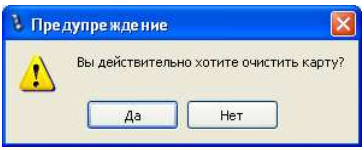

Рис. 30. Диалоговое окно с предупреждением об очистке карты
10. Выполните очистку карты памяти в случае, если на ней содержались какие-либо файлы. Для этой нажмите кнопку справа от параметра «Занято». Программа попросит подтвердить ваши действия (рис. 30). Подтвердите ваше желание очистить карту нажав кнопку «OK». Процедура очистки карты может занять 20-30 секунд.